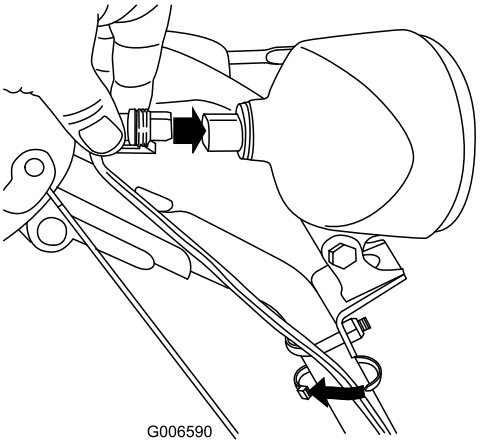

Figur 62
6. Skjut in kabelkontakten rakt in i strålkastarens baksida tills den sitter fast ordentligt (Figur 62).